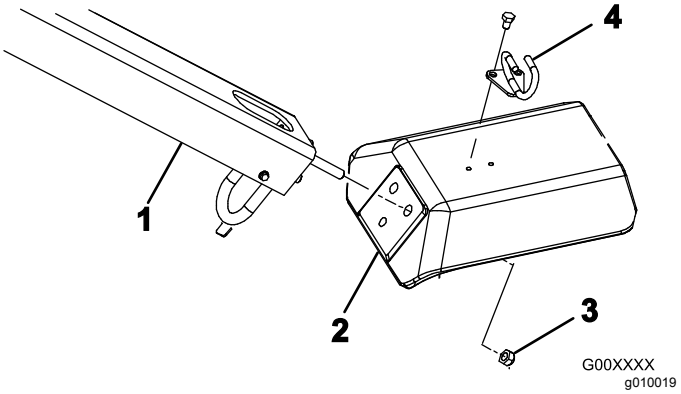

Rysunek 4
2. Wsuń montażowe kołki gwintowane uchwytu w otwory w widełkach (Rysunek 4).
3. Zamocuj kołki gwintowane uchwytu za pomocą trzech przeciwnakrętek (½ cala) (Rysunek 4)
5. Zamocuj prowadnicę przewodu do górnej części widełek za pomocą dwóch śrub (5/16 x ½ cala) (Rysunek 4).